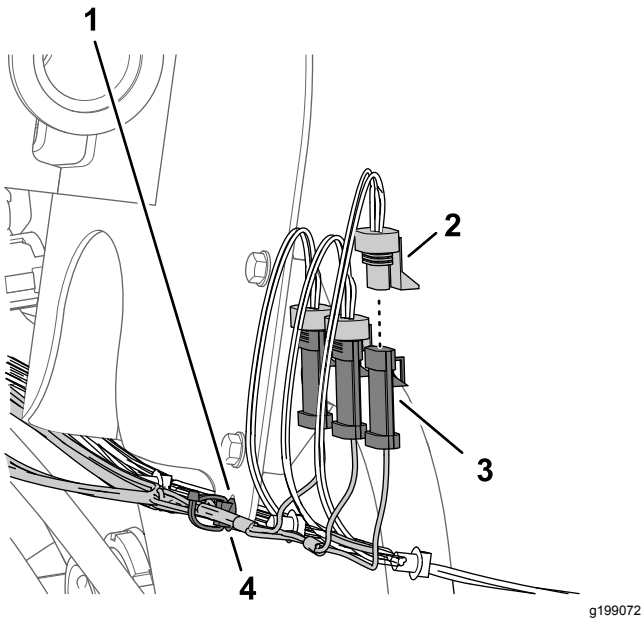

Figur 86
1. Tilslut stikket med 3 ben på ledningsnettets afgreningsledning (89 cm) med angivelsen VENSTRE SPRØJTE til stikket med 3 sokler på maskinens ledningsnet med angivelsen VENSTRE SPRØJTEVENTIL (Figur 86).
2. Tilslut stikket med 3 ben på sættets ledningsnet med angivelsen MIDTERSTE SPRØJTE til stikket med 3 sokler på maskinens ledningsnet med angivelsen MIDTERSPRØJTEVENTIL (Figur 86).
3. Tilslut stikket med 3 ben på sættets ledningsnet med angivelsen HØJRE SPRØJTE til stikket med 3 sokler på maskinens ledningsnet med angivelsen HØJRE SPRØJTEVENTIL (Figur 86)
4. Sæt skubbefastgørelsesanordningen på sættets ledningsnet ind i hullet i flangen på gennemstrømningsmålerens beslag (Figur 86).